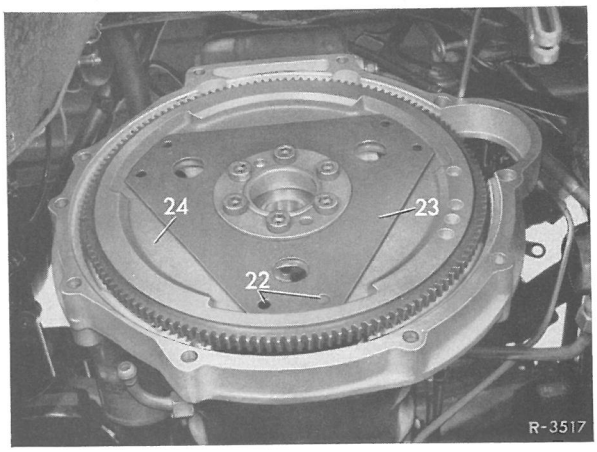

Fig. 27-6/14
24 Motoren drejes så meget,at to huller(22) i medbringerskiven(23) til befæstelsesboltene vender ned(fig. 27-6/14).